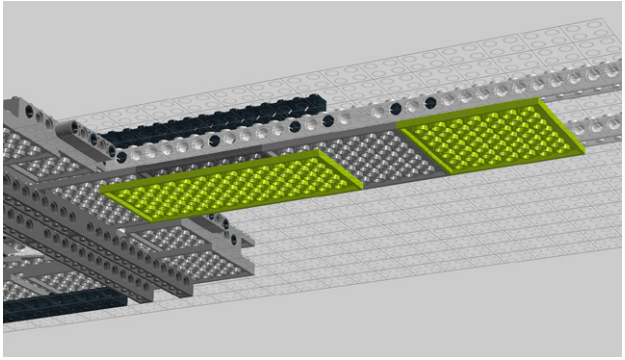

Figure 8-52. *Step 47: Adding more plates to the underside*
47. Add 6x14 and 8x8 plates to the underside (Figure 8-52).